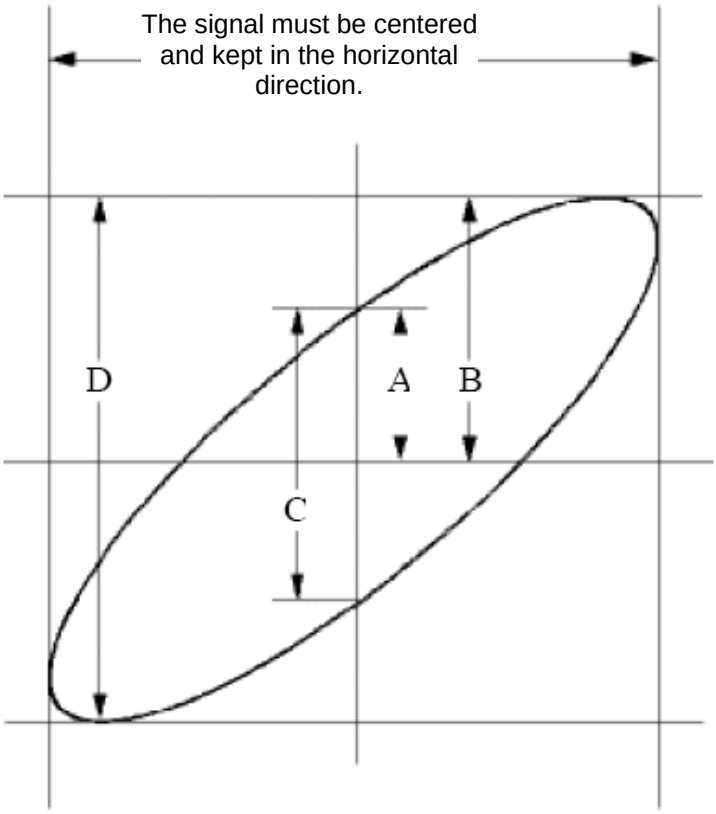

Fig. 59 Lissajous Graph
8. With the elliptical oscillogram method adopted, observe and calculate the phase difference (see Fig. 59).